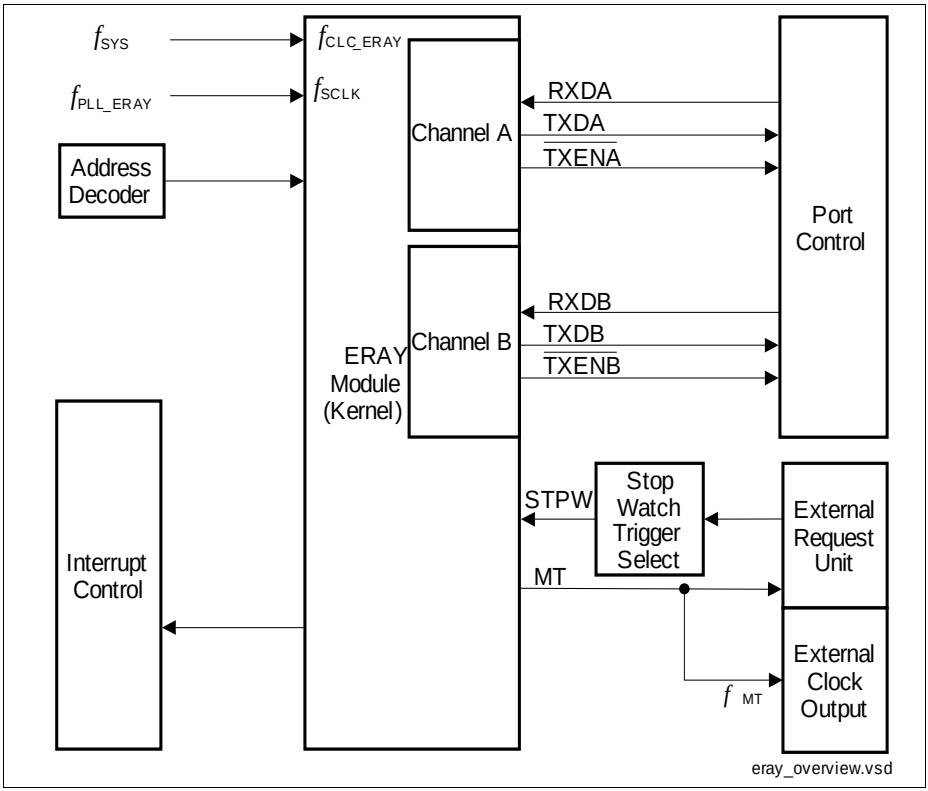

**Figure 12 General Block Diagram of the E-Ray Interface**
**Figure 12** shows a global view of the E-Ray interface.